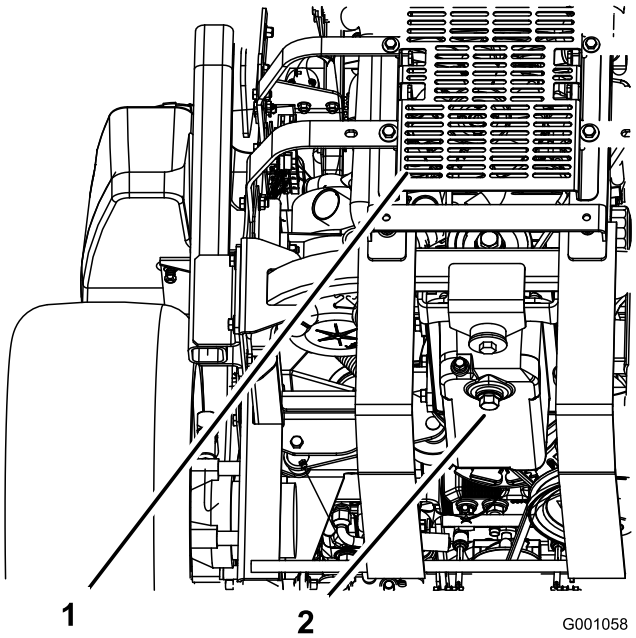

Figur 41
5. Placer en bakke under olieaftapningsproppen. Afmonter aftapningsproppen, og lad al olien løbe ud (Figur 41).